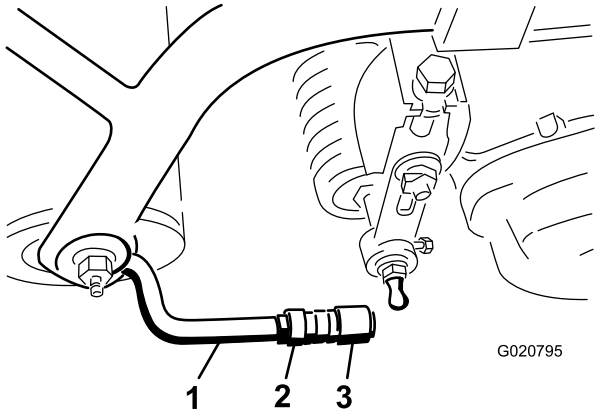

Figura 9
5. Alinee las rótulas de las juntas de manera que la cara abierta de la rótula esté centrada respecto a la bola del espárrago. Apriete las contratuercas para fijar la posición de las rótulas (Figura 9).